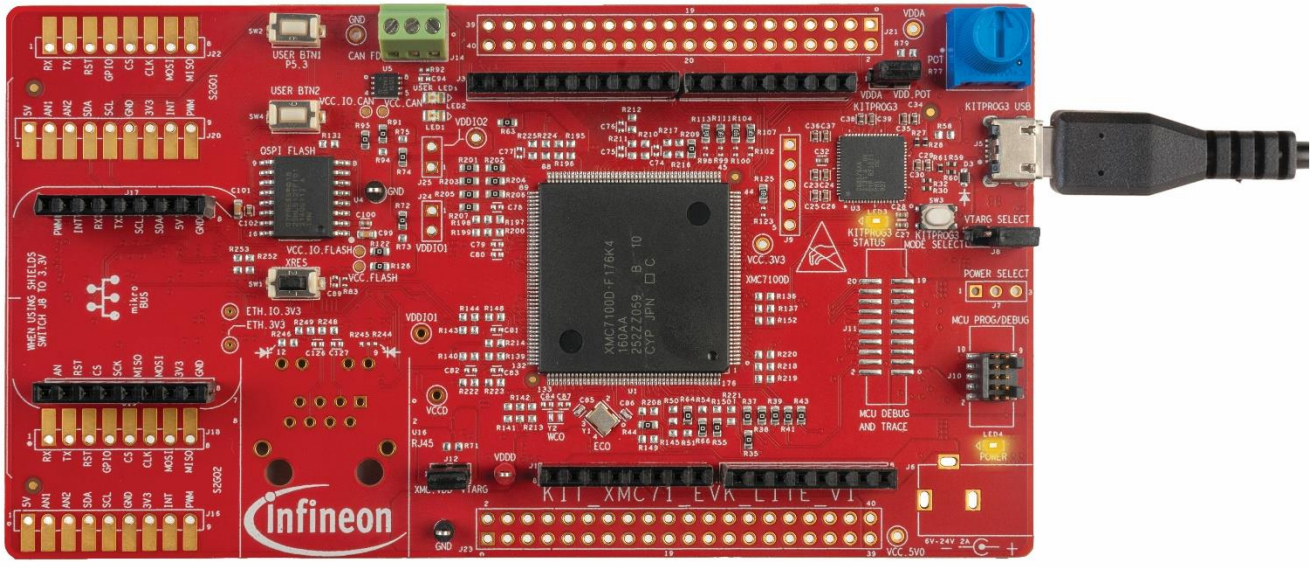

Figure 8 Connect USB cable to USB connector on the board
1. Connect the board to the PC using the provided USB cable through the KitProg3 USB connector, see Figure 8.If you are connecting it to the PC for the first time, it enumerates as a USB composite device.